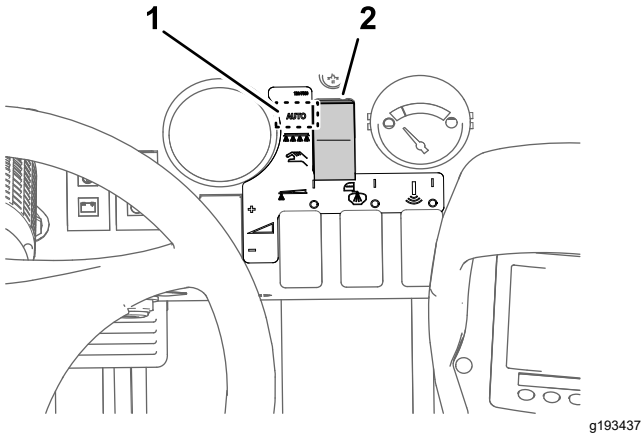

Рисунок 43
3. Установите кнопку режима опрыскивателя в режим заданной нормы внесения (Application Rate Mode) (Рисунок 43).